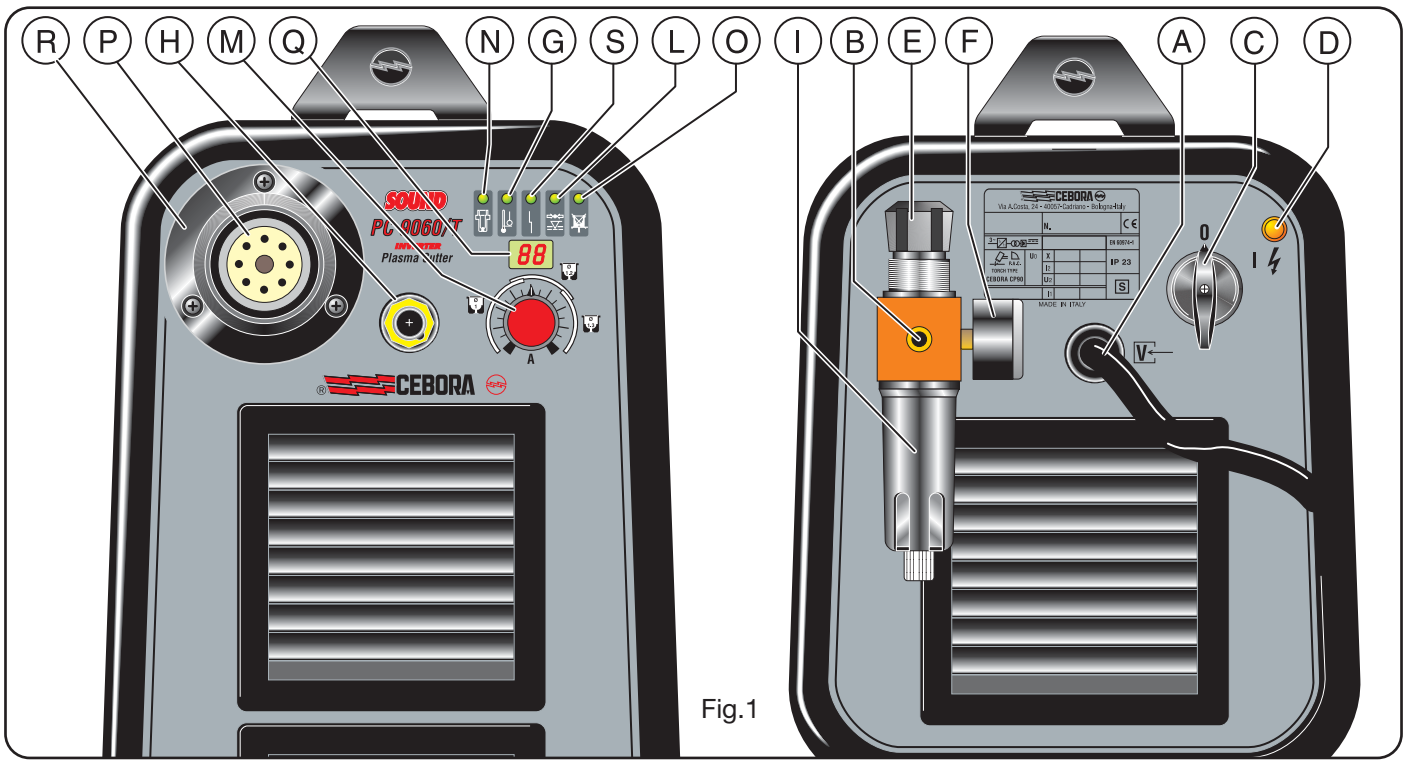

Fig.1
2.1 MONTAGGIO TORCIA (Fig. 1)
1) Per evitare sovraccarichi durante l'accensione dell'arco pilota e durante il taglio. E' evidenziata dall'accensione continua del led **G** (vedi fig.1).
2) Per evitare il funzionamento con temperatura ambiente inferiore a -20°C. E' evidenziata dall'accensione intermittente del led **G** (vedi fig.1).
Posta sull'alimentazione della torcia per evitare che la pressione aria sia insufficiente. E' evidenziata dall'accensione del led **L** (vedi fig.1).
2) Pone l'apparecchio in blocco a quando l'elettrodo raggiunge uno stato di usura tale da dover essere sostituito. Questa seconda funzione è evidenziata dall'accensione del led **N** (fig.1). Se interviene questa sicurezza spegnere l'apparecchio prima di sostituire l'elettrodo e l'ugello. (Solo per Art. 356).